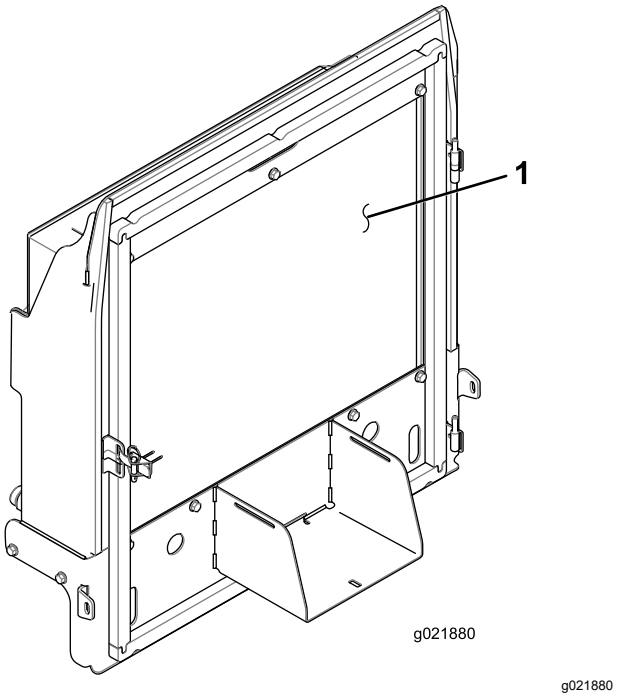

Рисунок 137
4. Тщательно очистите сжатым воздухом обе стороны радиатора/маслоохладителя (Рисунок 137).